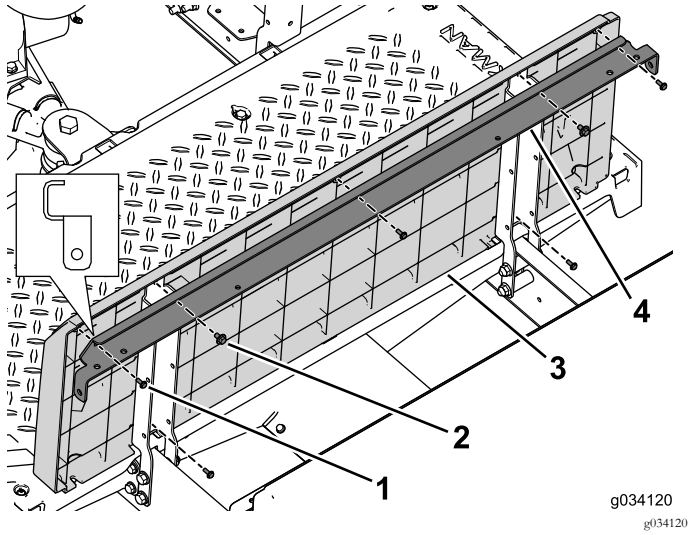

Figuur 40
4. Gebruik de 2 bouten met ring (1/4 x 1/2 inch) om de schuine steunbeugel en het paneel van de stoelbasis aan de linker- en rechterstoelsteun te bevestigen (Figuur 40).
5. Gebruik de 5 schroeven (nr. 10 x 1/2 inch) om het achterpaneel te bevestigen aan de stoelbeugel en de stoelsteunen (Figuur 40).